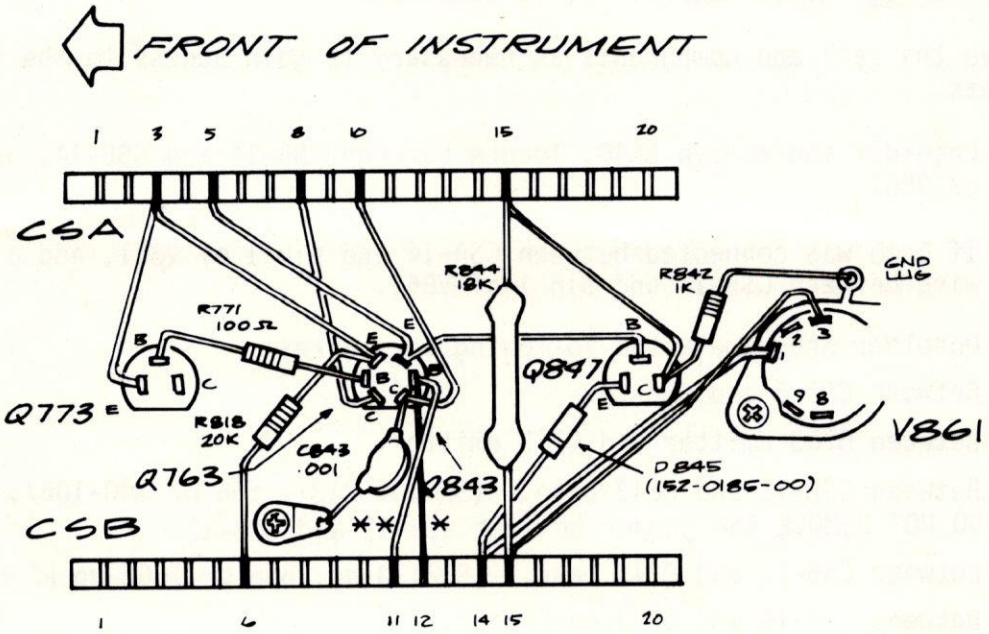

FIG. 11
( ) 6. Remove the 'Q843' silk-screening from both sides of the chassis using lacquer thinner or similar solvent. When the modification is completed Q763 and Q843 will share the six-pin Q763 socket and Q847 will occupy the old Q843 socket. The chassis may be marked accordingly if desired (see Figs. 11 and 12).
7. Solder the following wires and components as indicated in Fig. 11.